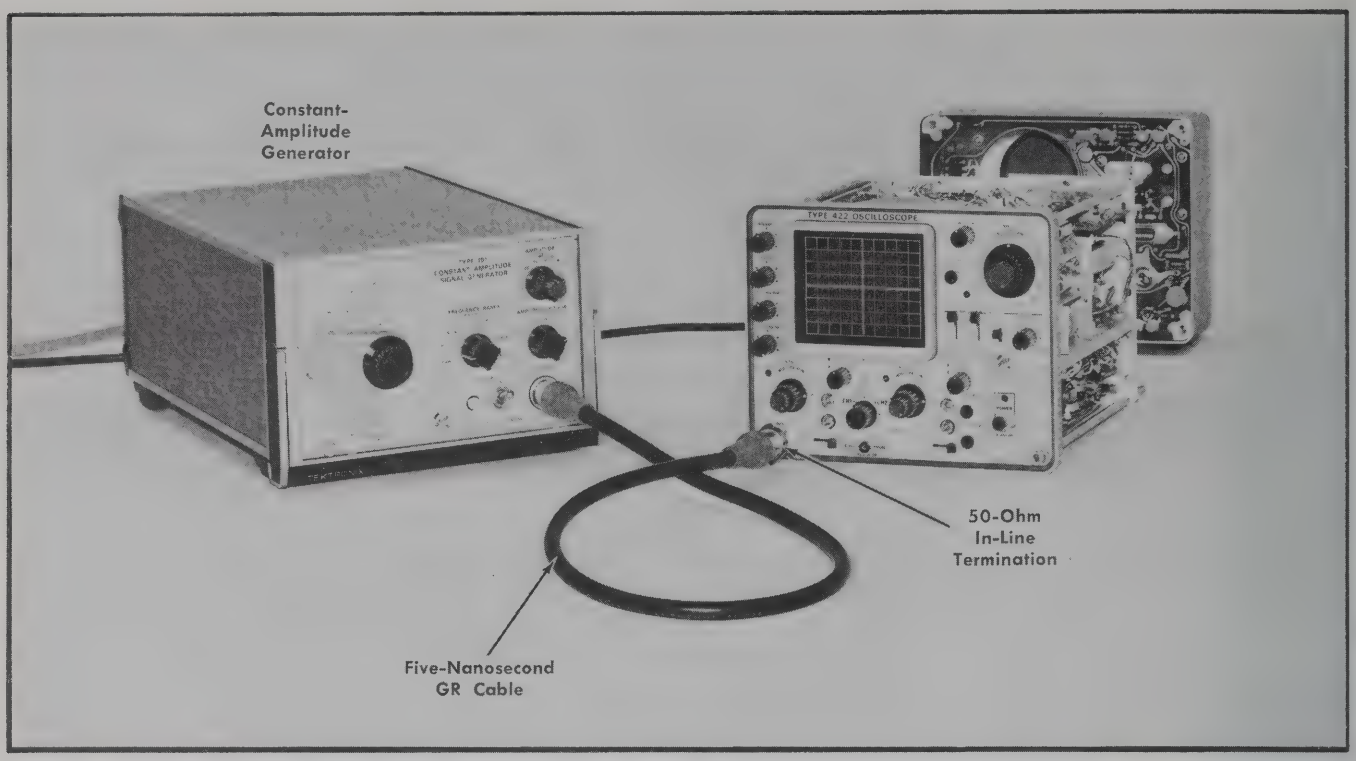

Fig. 6-25. Initial test equipment setup for steps 23—25.
a. Test equipment setup is shown in Fig. 6-25.